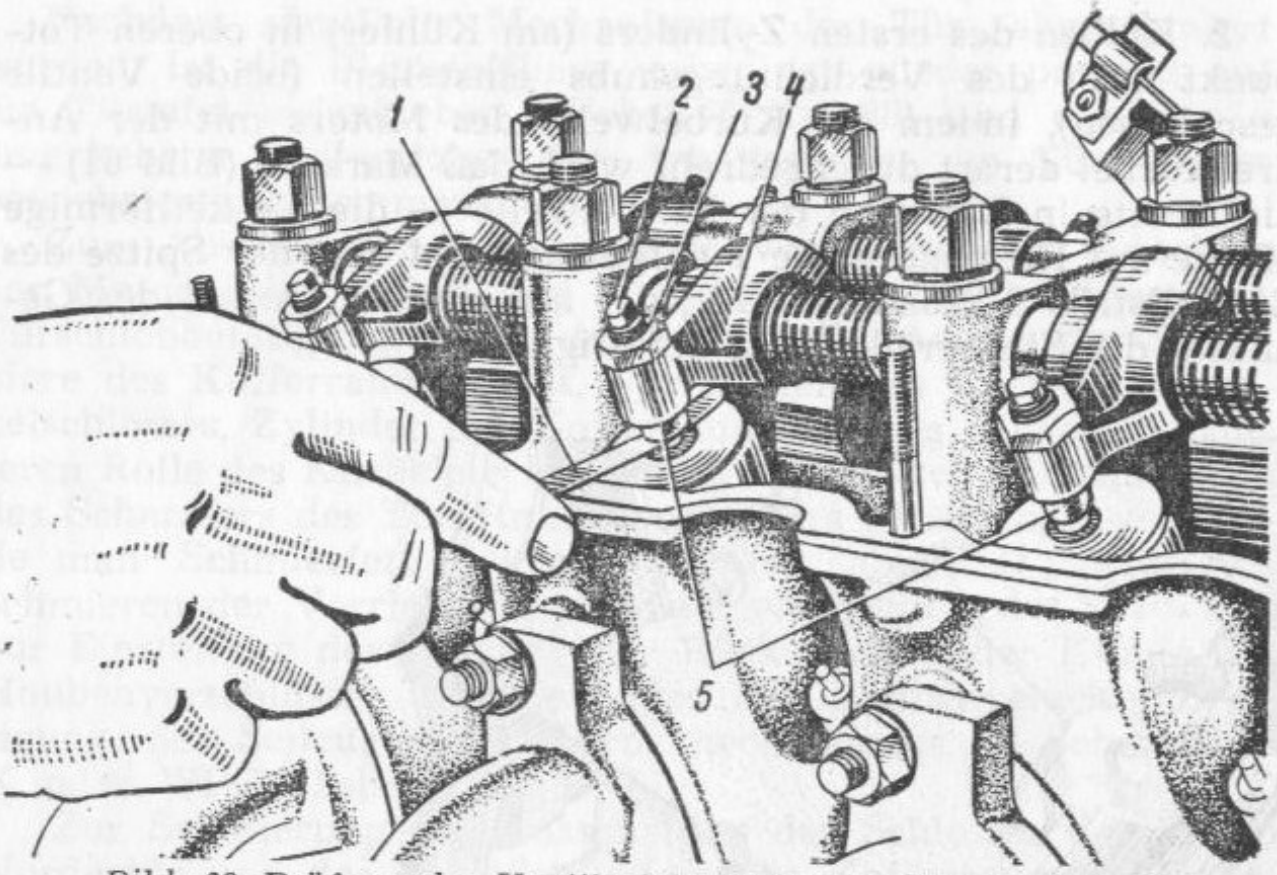

Bild. 62. Prüfung des Ventilspiels (zwischen Stirnflächen der Einstellschraube und des Ventilschaftes):
3. Mit Hilfe einer Flachlehre *1* (Bild 62) Spiel zwischen Stirnflächen der Endstücke *5* der Einstellschraube und der Ventilschäfte des **ersten Zylinders** prüfen.